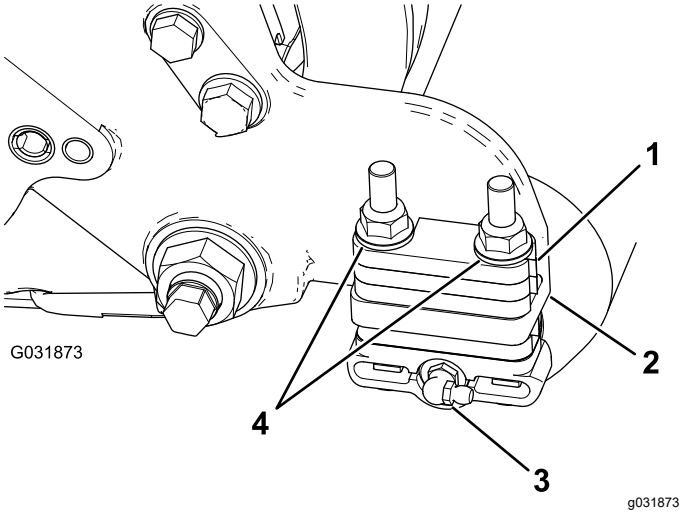

Figure 9
1. Remove the grease fitting for the roller from the side of the cutting unit that has the roller-brush housing (Figure 9).
3. Remove the 2 flange locknuts securing each roller bracket to the side plates (Figure 9).